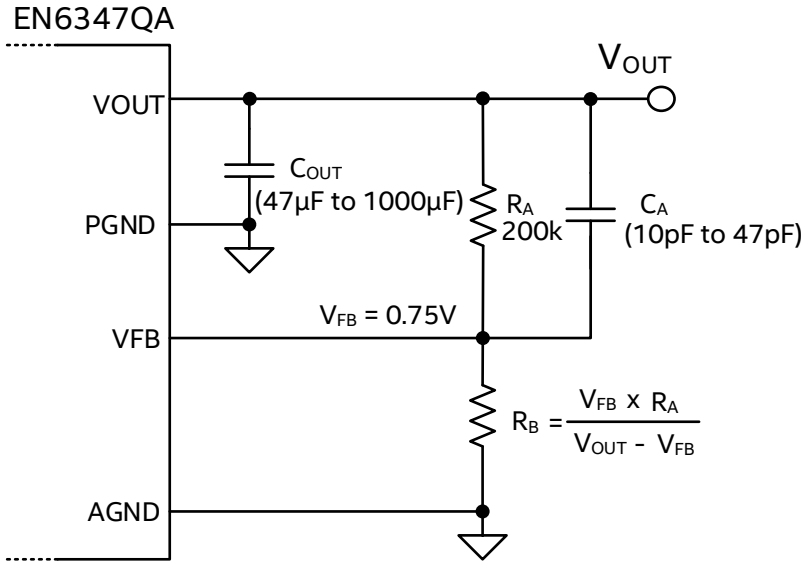

**Figure 7. VOUT Resistor Divider & Compensation Capacitor**
The EN6347QA uses a Type III voltage mode control compensation network. As noted earlier, a piece of the compensation network is the phase lead capacitor $C_A$ in Figure 7. This network is optimized for use with about 50-100µF of output capacitance and will provide wide loop bandwidth and excellent transient performance for most applications. Voltage mode operation provides high noise immunity at light load.
The EN6347QA output voltage is programmed using a simple resistor divider network. Since VFB is a sensitive node, do not touch the VFB node while the device is in operation as doing so may introduce parasitic capacitance into the control loop that causes the device to behave abnormally and damage may occur. Figure 7 shows the resistor divider configuration.
**Recommendation 9**: Keep $R_A$, $C_A$, and $R_B$ close to the VFB pin (see Figures 7). The VFB pin is a high-impedance, sensitive node. Keep the trace to this pin as short as possible. Whenever possible, connect $R_B$ directly to the AGND pin instead of going through the GND plane.